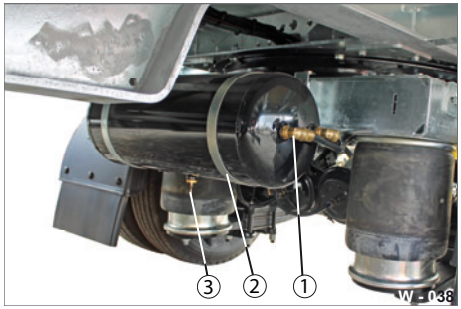

Abb. 38 Fahrgestell-Unterseite
▶ Prüfen Sie Verschraubungen (Abb. 38/1) auf Dichtigkeit.
▶ Lassen Sie beschädigte Schlauch- und Rohrleitungen (Abb. 38/2) erneuern.